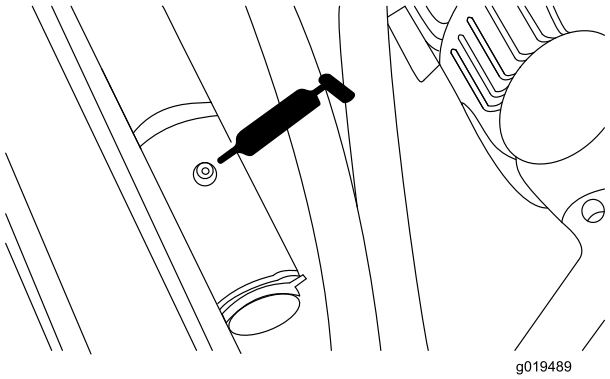

Bild 45
- Hintere Hubzylinder-Drehbüchsen (2) (Bild 45).